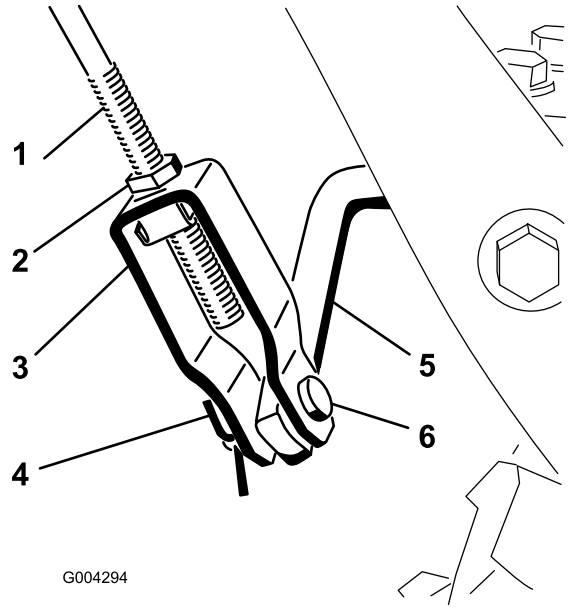

Figur 8
1. Løsn kontramøtrikken over gaffelbolten på den øverste styrestang (Figur 8).
2. Juster hullerne i gaffelbolten og den nederste styrestang, og sæt gaffelbolten i (Figur 8).
C. Skru gaffelbolten op eller ned for at øge eller mindske afstanden mellem det øverste af håndtaget og det nederste af drivkontrolgrebet til sneglen/rotoren (Figur 8).
6. Når justeringen er korrekt, skal du sætte gaffelbolten i og fastgøre den med låseclipsen (Figur 8).
7. Stram kontramøtrikken for at sikre gaffelbolten (Figur 8).